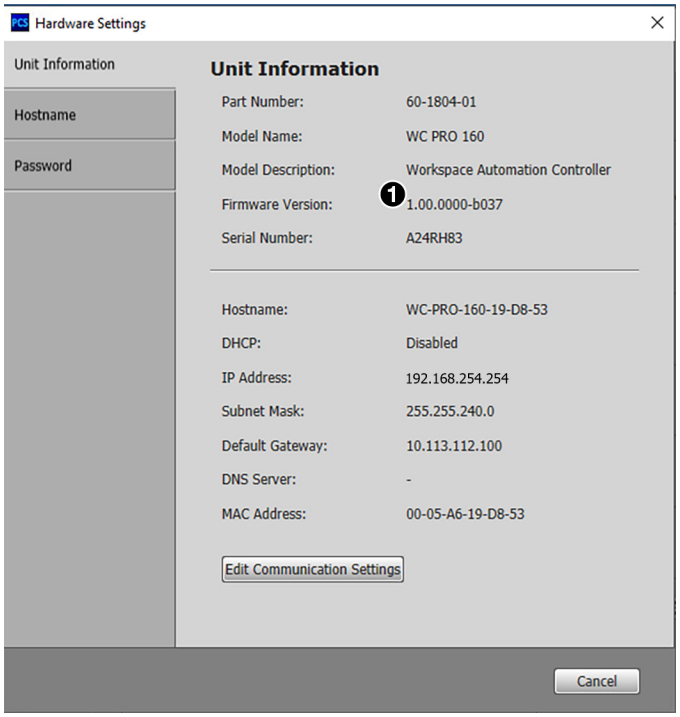

Figure 41. Unit Information Screen in PCS
3. From the `Device` drop-down list, select **`Settings`**/**`Hardware Settings`**. The `Hardware Information` window opens. The `Firmware Version` number is located in the top panel (see figure 41, ❶).